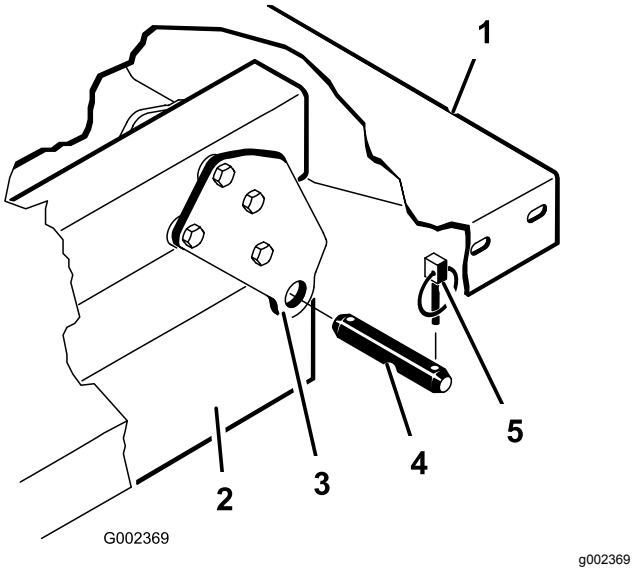

**Rysunek 35**
**Informacja:** Upewnij się, że tylne płyty osi obrotu są przykręcone śrubami do ramy/kanału platformy tak, aby dolny koniec był ustawiony pod kątem do tyłu (Rysunek 35).